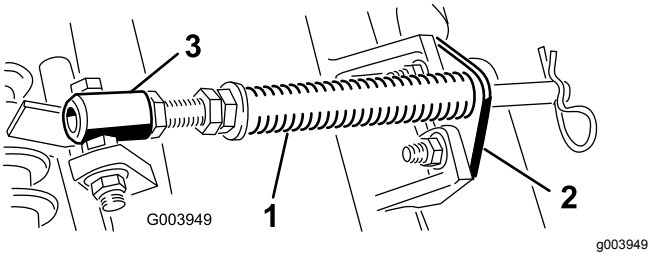

**Figur 5**
A. Fjern de to bræddebolte og møtrikker, der fastgør stangbeslaget på klippeenhedens tapper (Figur 5).
B. Fjern den flangemøtrik, som fastgør fjederrørets bolt på bærerammens tap (Figur 5). Fjern enheden.